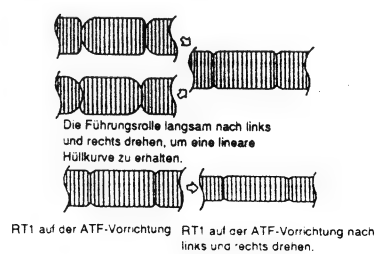

Abb. 3-11
6) Darauf achten, daß der Ausgang der FM-Wellenform an TP3 linear verläuft. Den Schalter SW1 auf der ATF Vorrichtung einschalten und RT1 nach links und rechts drehen, um sicherzustellen, daß der FM-Ausgangspegel bei gleichem Winkel nach links und rechts abfällt (Abb. 3-11).
7) Falls die in Schritt 6) aufgeführte Spezifikation nicht eingehalten werden kann, die Oberseite der Vorratsteller-Führungsrolle (1) und der Aufwickelteller-Führungsrolle mit einem Spezial-Schraubendreher drehen, um deren Höhe so einzustellen, daß die in Schritt 6) beschriebene Spezifikation eingehalten wird.